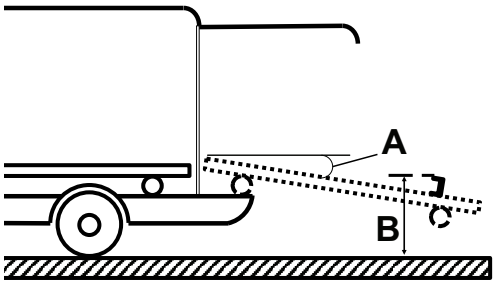

Figur 14 – Spesifikasjoner for bunnplate og lastebrett
- Vinkel (A) på lastebrettet overstiger ikke 16° (Figur 14)
- Høyde (B) fra toppen av bunnplaten til bakken er mellom 28,0 tommer (71,1 cm) og 29,4 tommer (74,7 cm) (Figur 14)